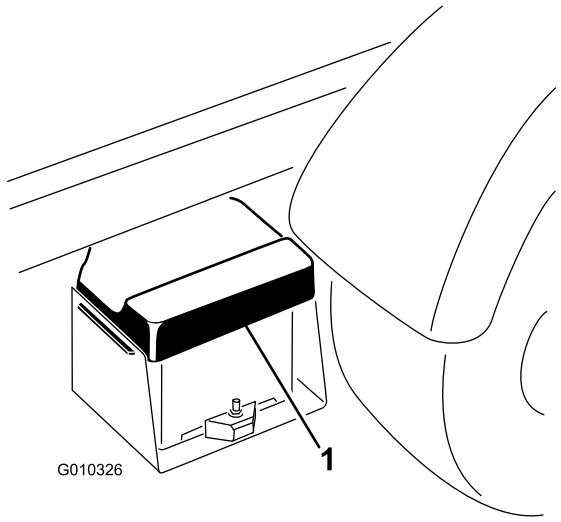

Figura 5
1. Retire a bateria do compartimento da bateria (Figura 5).